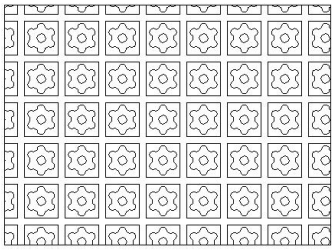

图 13-6-5
5、 单击矩形框内部的某一点，指定矩形框为填充区域，回车完成填充，如图 13-6-5。